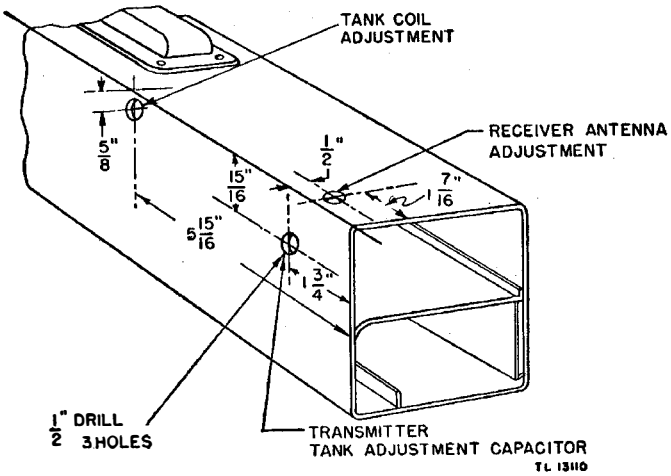

Figure 78. Location of holes in housing.
g. Locate the three holes as shown in figures 78 and 79. Where measurements fall on the curved portion of the housing, place a straight edge along the side from which measurements are given and
butt the rule against it. Center-punch and drill the three holes, using a $\frac{3}{16}$-inch drill. Enlarge the holes, using a $\frac{1}{2}$-inch drill, and apply name tabs. (See figs. 78 and 79.)